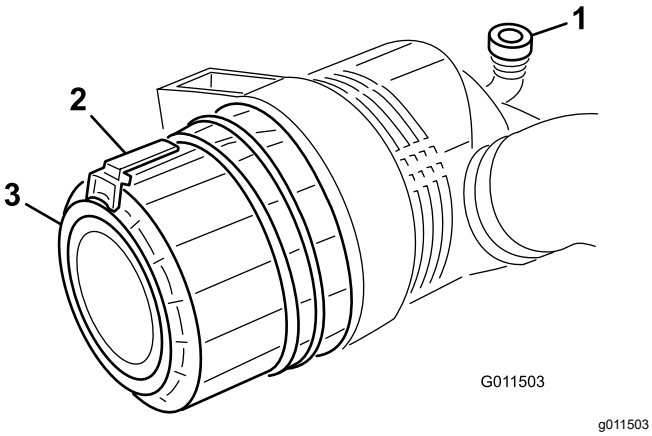

Figuur 53
1. Trek de vergrendeling naar buiten en draai het luchtfilterdeksel linksom (Figuur 53).